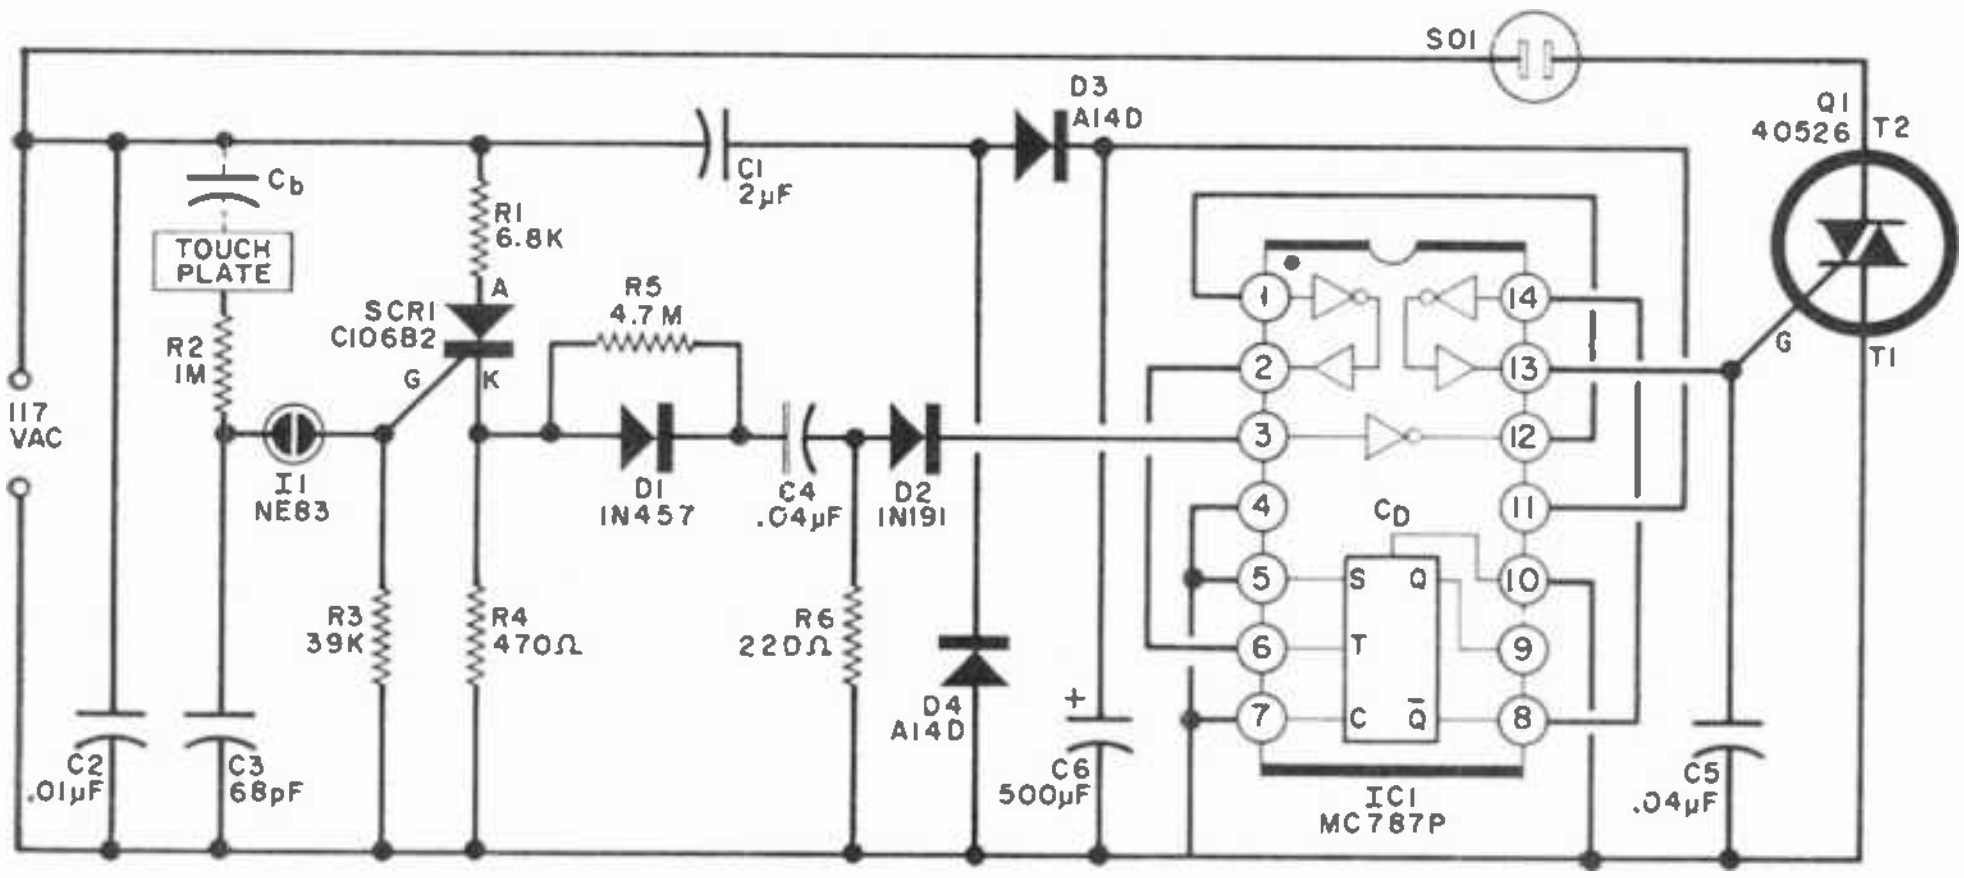

Fig. 1. In the schematic diagram, Cb is the operator's body capacitance when contacting metal touch plate.
**About the Circuit.** The circuit of the TC Switch is composed of five main sections—detector, pulse shaper, switch memory, switch, and power supply. Alternate touches of a metal plate toggle on and off a triac, gated by a flip-flop circuit. The system operates around a multifunction integrated circuit (*IC1* in Fig. 1) which consists of an inverter, two inverter/buffer stages, and a J-K flip-flop.